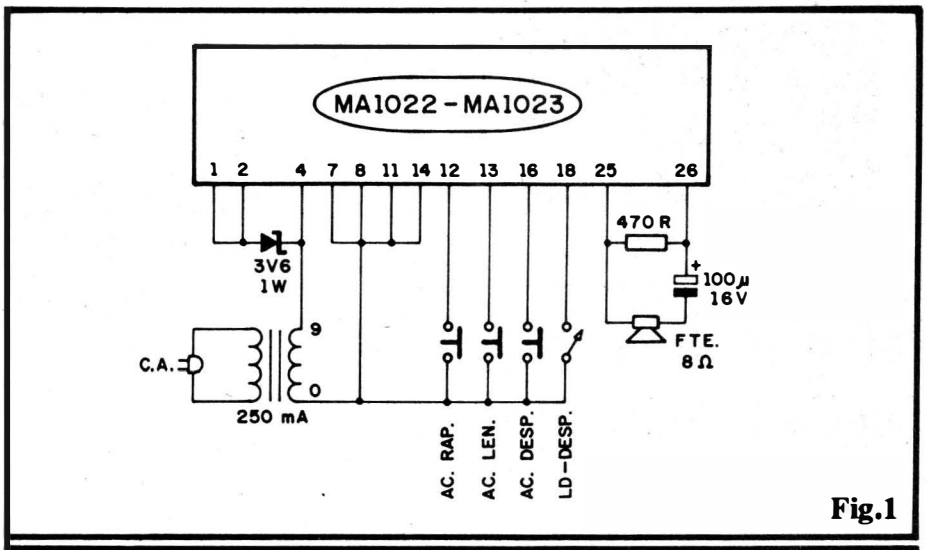
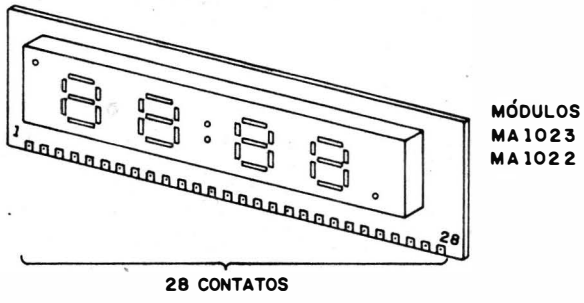

Fig.1
Fig.2
- **FIG. 1** - O CIRCUITO - "O circuito", na verdade, está praticamente todo "dentro" do módulo (MA1022 ou MA1023), que contém (como já dissémos...) os blocos responsáveis pela "divisão" e "aproveitamento" da "ciclagem" da rede C.A. local, utilizando tal referência como base para a contagem do Tempo... Como os próprios **displays** numéricos também estão incorporados ao dito módulo, um conjunto de Integrados "embutidos" se encarregam de realizar digitalmente a contagem e a decodificação dos pulsos, de modo a "mostrá-los" em "formato horário" através dos dígitos iluminados (ou não...). Observar que, para as funções básicas desejadas (mais detalhes a partir da fig. 2), embora o módulo contenha uma linha de terminais com 28 pontos, apenas 13 deles são realmente utilizados... Um transformador comum, com secundário para 0-9V (as tolerâncias internas do módulo permitem que o valor nominal de 8V seja excedido nesse nível, sem nenhum problema de sobrecarga...), ou mesmo para 9-0-9 (usando-se só a "metade" do secundário...) "rebaixa" a C.A. da rede e aplica-a ao módulo (internamente são realizadas as funções de retificação e filtragem...). Um mero **zener** de 3V6 x 1W se encarrega de gerar (a partir dos mesmos 9V oriundos do trafo...) a baixa Tensão requerida pelos **displays** dos módulos (esse é o "truque" básico que nos permite "fugir" do transformador especial...). Um chaveamento aplicado aos terminais 12-13-16-18 do módulo, determina as possibilidades de "acerto" do horário mostrado no **display**, conforme detalharemos mais adiante... Finalmente, embora o módulo tenha, entre seus terminais de acessos, saídas **diretas** para um pequeno alto-falante, preferimos utilizar outros contatos, "segurando as pontas" em termos de Corrente/Potência com o auxílio de uma simples rede R-C de acoplamento (470R e 100u) que permite ainda um suficiente nível sonoro no alto-falante, sem porém "forçar a barra" dos blocos internos do módulo, que geram um sinal de áudio destinado à função "despertador"... Com a disposição mostrada, tudo se resume em ligar o conjunto a uma tomada da rede C.A., "acertar" o horário (premindo os respectivos botões...) e... deixar "rolar"...
- **FIG. 2** - O MÓDULO HÍBRIDO - O adjetivo "híbrido" que qualifica o módulo, refere-se ao fato do dito cujo incorporar componentes Integrados (o **chip** especializado, "escondidinho" sob o próprio **display** numérico...) e "discretos" (transístores, diodos, resistores, capacitores, etc., dispostos circuitalmente sobre a placa "mãe" do MA1022 ou MA1023...). A figura mostra o "jeitão" do módulo (os componentes discretos ficam na face oposta à do **display**...), visto pela frente, evidenciando-se o **display** de 4 dígitos